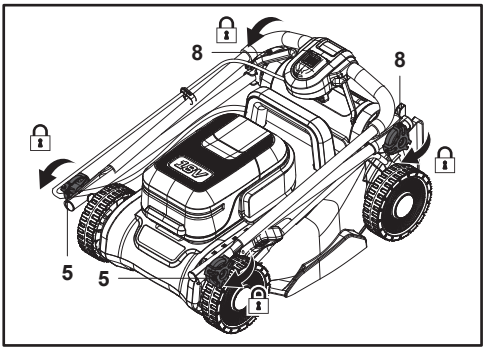

Fig. 25
9. Para poupar espaço, também pode dobrar a pega superior e fixar as ligações rodando os quatro botões de bloqueio (5, 8) para evitar a dispersão antes do armazenamento na vertical (Fig. 25).